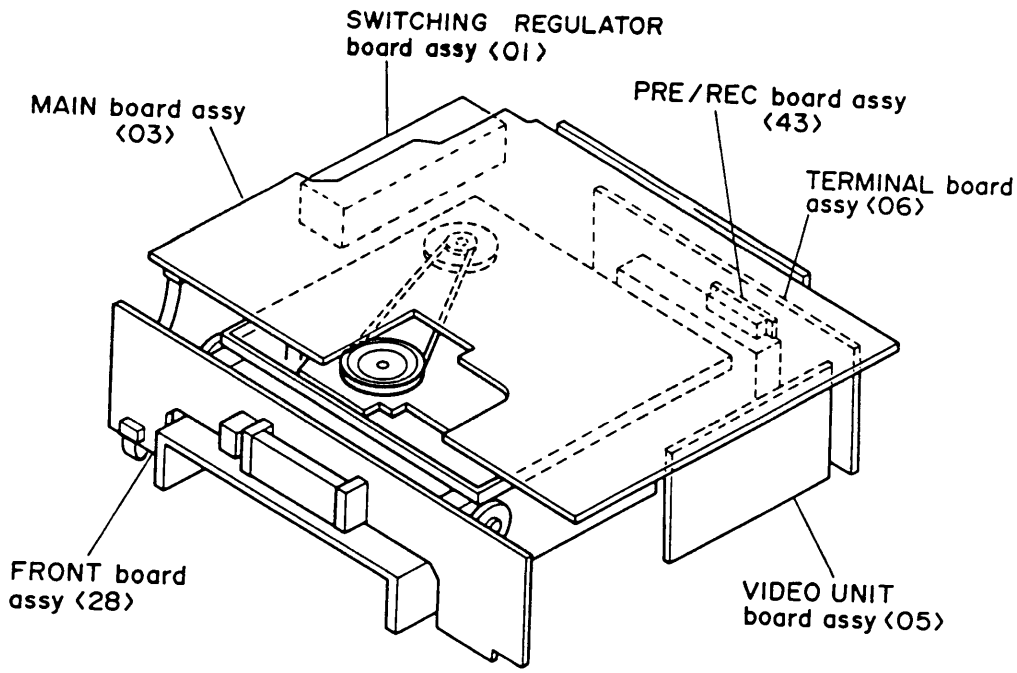

Fig.1-2-3
8. Carry out checks & repairs as necessary as shown in.Fig.1-2-3.